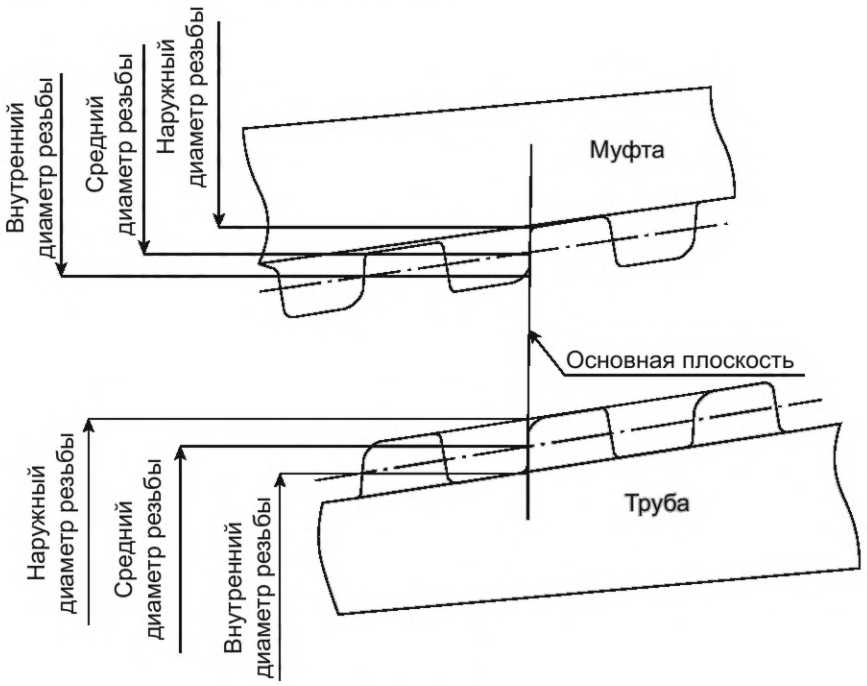

Рисунок 23
29.2 **наружный диаметр резьбы:** Диаметр наружного конуса в основной или заданной плоскости (см. рисунок 23). major diameter of thread
29.3 **внутренний диаметр резьбы:** Диаметр внутреннего конуса в основной или заданной плоскости (см. рисунок 23). minor diameter of thread
29.4 **средний диаметр резьбы:** Диаметр среднего конуса в основной или заданной плоскости (см. рисунок 23). pitch diameter of thread